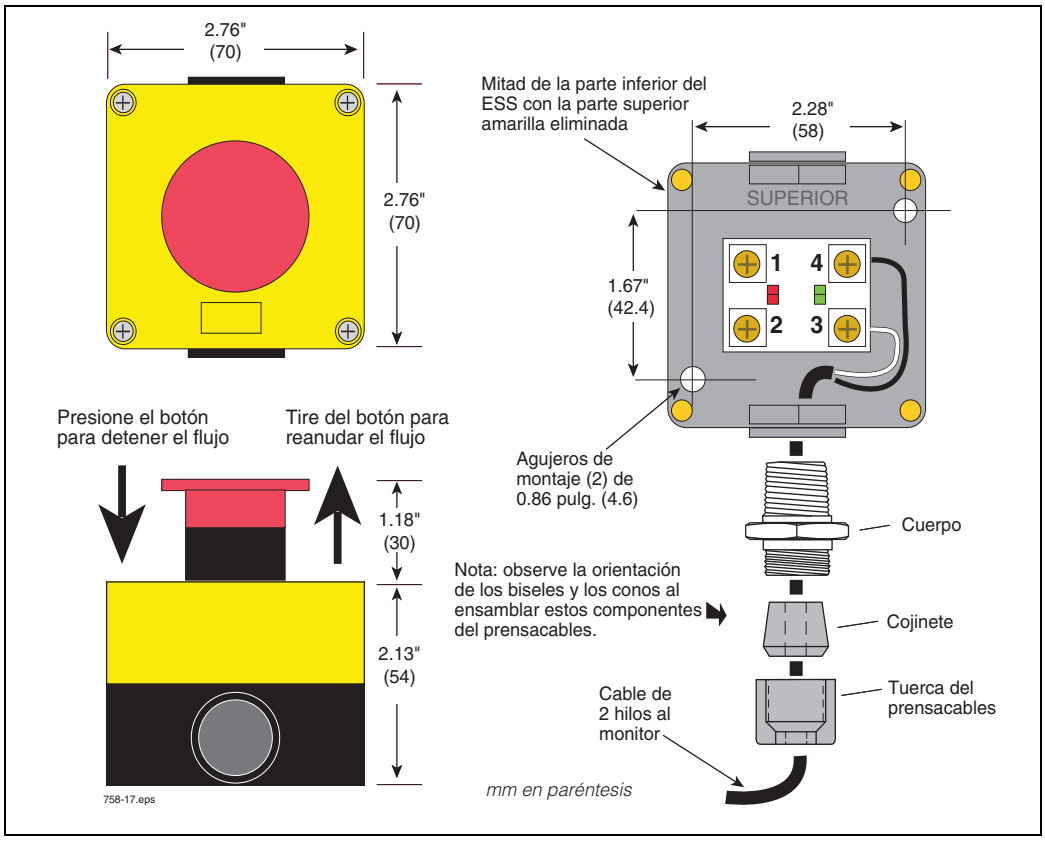

Figura 19. Diagrama de cableado y montaje del interruptor de parada de emergencia
1. Si tiene un interruptor ESS opcional (ref.: 845900-021), debe instalarlo en el camión, cerca del monitor. Hay dos orificios de montaje de diámetro 0.181 pulg. (4.6 mm) en la base del interruptor ESS. Además, necesitará un cable de 2 hilos para conectar el interruptor ESS al monitor (ver Figura 19),
2. Desatornille la mitad amarilla superior del interruptor ESS y póngala a un lado, al igual que la junta. Presione hacia afuera la tuerca perforadora inferior de la mitad negra de la carcasa del interruptor. Fije la mitad inferior del interruptor al camión en un lugar al que se pueda tener acceso rápido durante una entrega, utilice tornillos (2) de 0.157 pulg. (4 mm). Atornille el adaptador del prensacables del juego en la tuerca perforadora de la mitad inferior del interruptor. Afloje la tuerca o cojinete del prensacables y empuje un extremo del cable de 2 hilos (blanco y negro) a través del adaptador del prensacables y en la carcasa del interruptor.